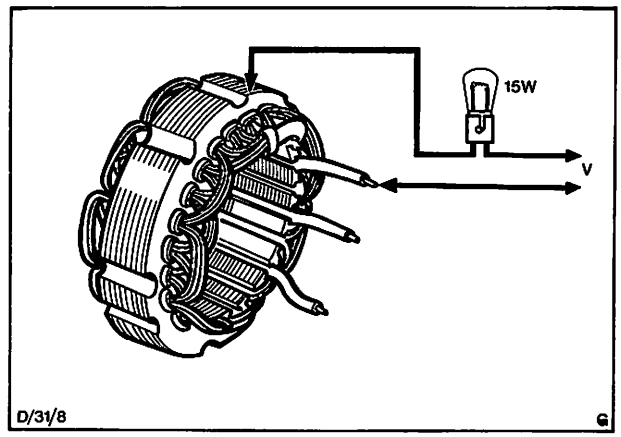

Abb. 60 Isolation der Ständerwicklung prüfen
b) Isolation der Ständerwicklung prüfen. Abb. 60. Stromquelle über eine 15-Watt-Prüflampe zwischen das Ständerlamellenpaket und eines der Ständerwicklungsenden anschließen. Leuchtet die Prüflampe auf, so deutet dies auf mangelhafte Isolation der Ständerwicklung hin.